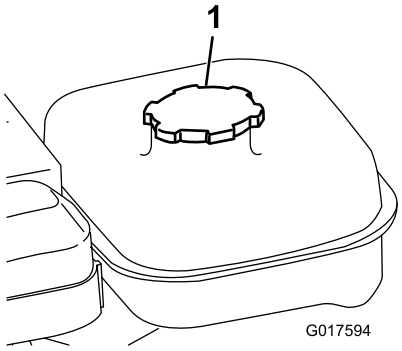

Rysunek 17
1. Oczyść obszar wokół korka wlewu paliwa i odkręć korek (Rysunek 17).